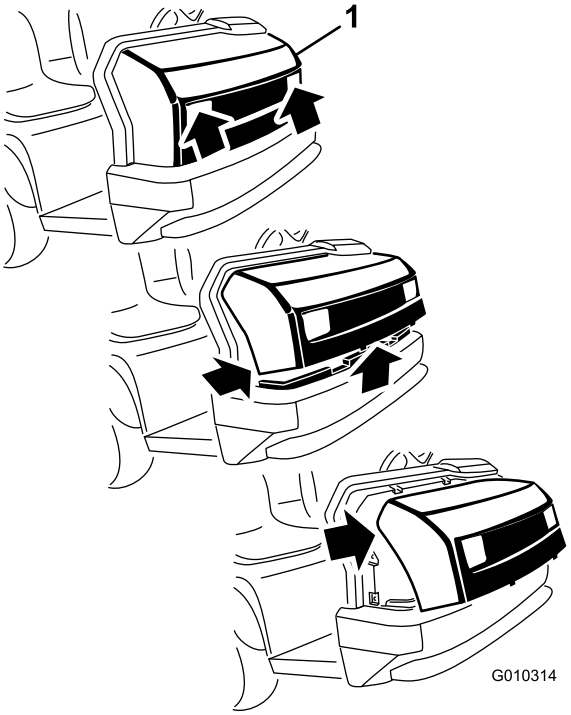

Figuur 35
1. Pak de motorkap beet via de openingen van de koplampen en til de motorkap op om de montagelipjes uit de sleuven in het frame te laten klikken (Figuur 35).
2. Draai de onderkant van de motorkap omhoog tot u de bovenste montagelipjes uit de sleuven in het frame kunt klikken (Figuur 35).
3. Draai de bovenzijde van de motorkap naar voren en koppel de bedrading van de koplampen los (Figuur 35).